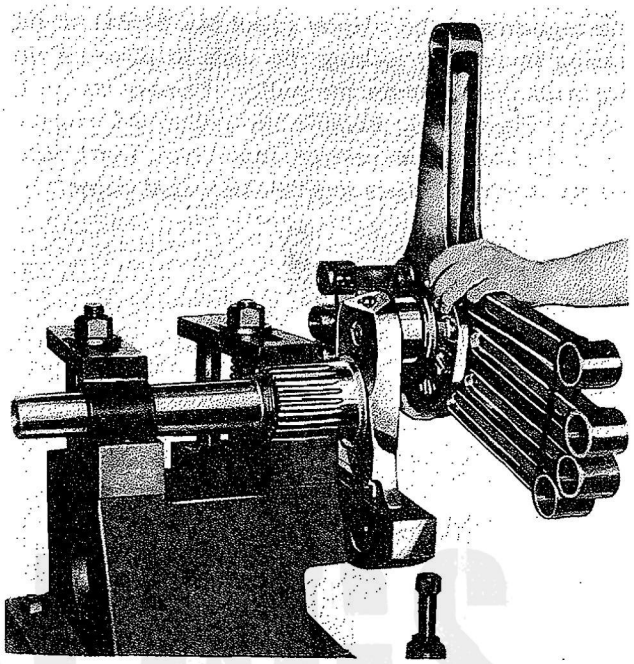

Figure 108—Removing or Installing Master and Articulated Rod Assembly
a. Remove the master rod end seal spacer. Check the rear end of the crankpin to insure that there are no nicks or burrs present which might scratch or score the master rod bearing upon removal of the master rod and articulated rod assembly. Remove any nicks or burrs in this location by stoning and polishing. Grasp the two groups of articulated rods, one on each side of the master rod, and remove the master rod and articulated rod assembly from the crankpin. Refer to Figure 108. Remove the end seal disk and spring.